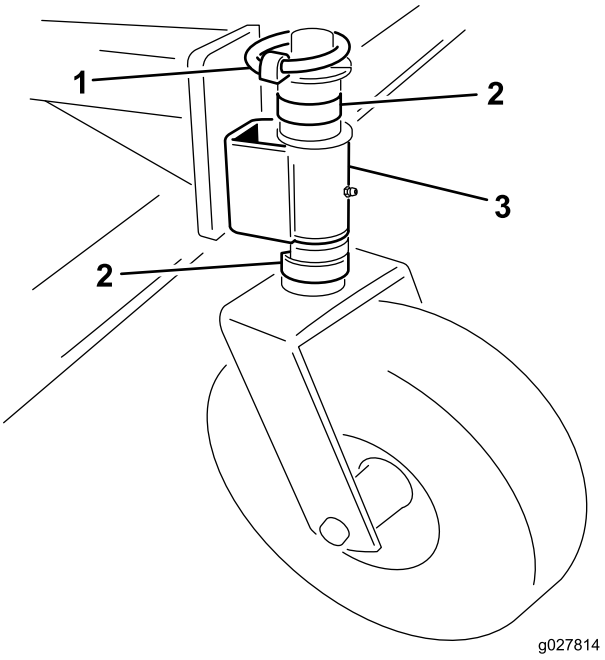

Bild 6
1. Nehmen Sie den Lastösenbolzen von der Spindelwelle ab (Bild 6).